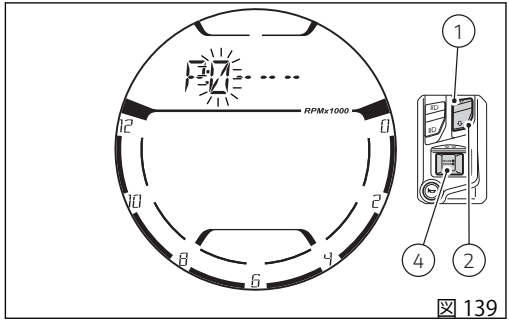

図 139
ボタン (1) またはボタン (2) を押して PIN CODE 機能に入ると、左側の “0” (入力する 1 桁目) が点滅します (図 139)。